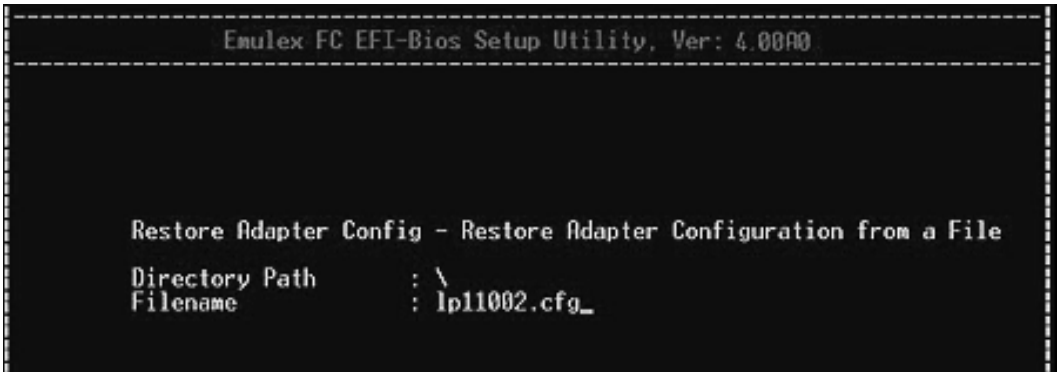

Figure 57: Read Configuration Path screen
2. Select **2. Read Configuration From File**. The screen shown in Figure 57 prompts you to enter a directory path to the previously saved configuration file.